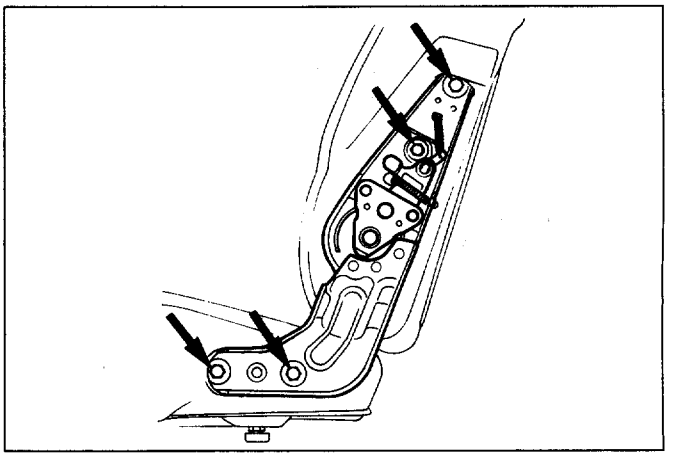

Fig. 10-206
5. **Reclining device (Fig. 10-206)**
4. **Reclining device (Fig. 10-206)**